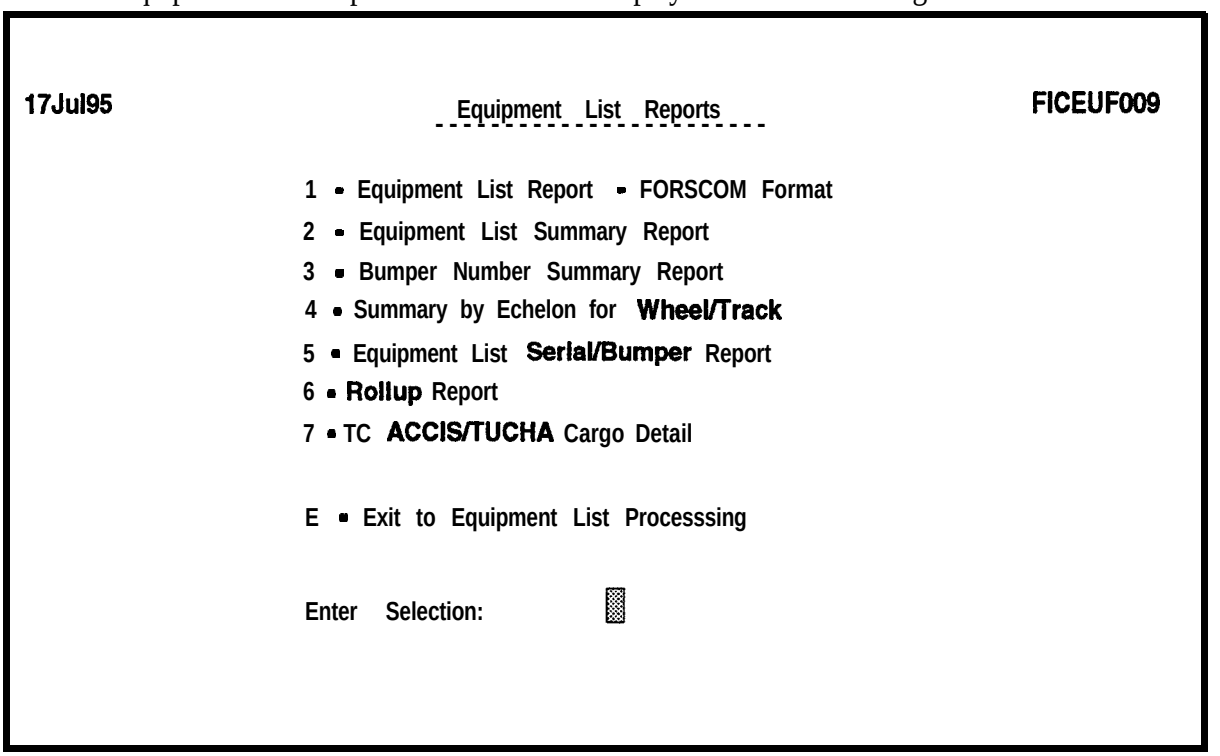

Figure 6-22. Equipment List Reports Menu
a. Select **Equipment List Reports** from the ITO Equipment List Processing menu. The Equipment List Reports menu will be displayed as shown in Figure 6-22.